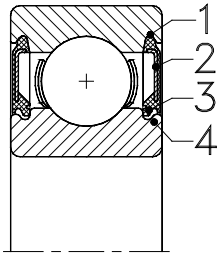

Abb. 4.2
Dichtscheiben von Rillenkugellagern (Abb. 4.2) bestehen in der Regel aus einem elastischen Dichtungswerkstoff mit angeformter Dichtlippe (3), in die Stahlblechscheiben zur Versteifung (2) einvulkanisiert sind.